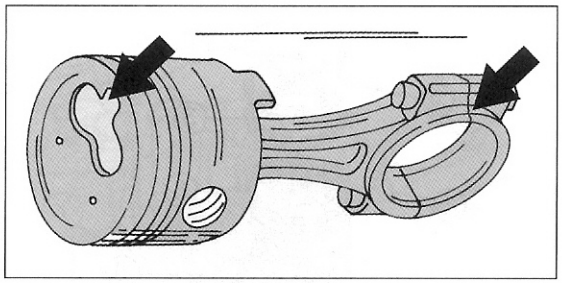
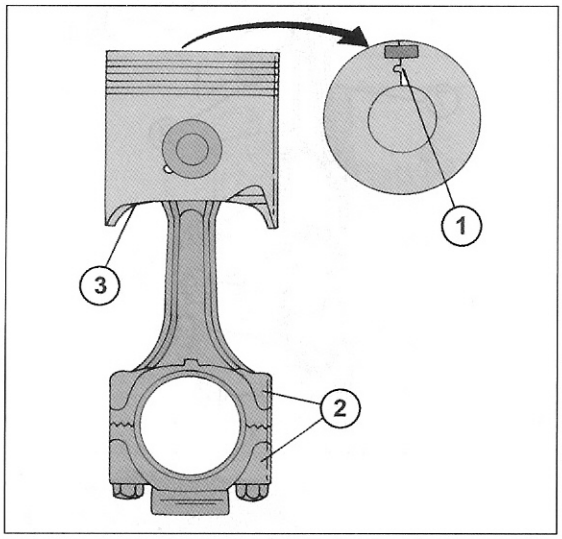

Bild 100
Bild 101
- Kolben und Pleuelstangen zum Zusammenbau auslegen, d. h. der Ausschnitt in der Verbrennungskammer und die Nase für die Pleuellagerschale müssen auf der gleichen Seite liegen, wie es Bild 100 zeigt, falls die Kolben dieses Aussehen haben. Unterschiedliche Einzelheiten sind zu beachten, wenn der Kolben eine runde Mulde im Kolbenboden hat. In diesem Fall muss man sich an Bild 101 halten. In diesem Fall muss man die Kennzeichnung (1) im Kolbenboden (Motortyp, Kolbendurchmesserangabe und Lieferant) wie gezeigt anordnen. Die Nummer der Pleuelstange (2) muss gegenüber der Nut (3) für die Öffnung zum Kühlen des Kolbens liegen.